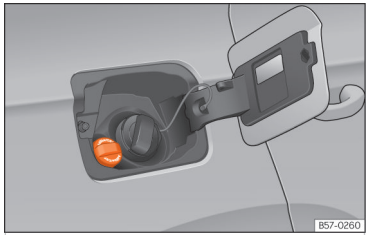

**Fig. 206** AdBlue tank cap®.
- Open the tank cover ››› Fig. 206.
- Turn the SCR tank cap anti-clockwise ››› Fig. 206.